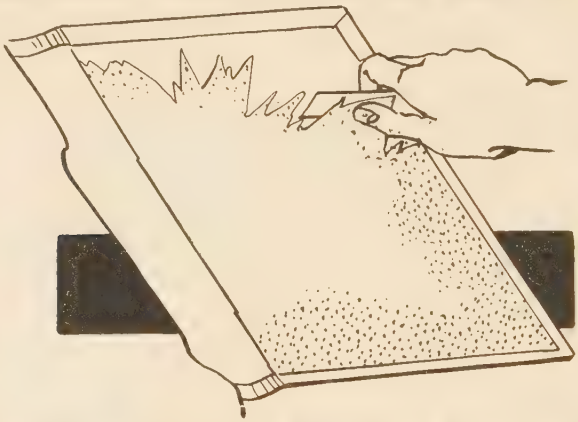

Fig. 213—Peeling Off Lining Papers from Inside Old Cover
3. With your binder's knife, peel away the white paper from cover all the way around the edges of both boards. (Fig. 213.)